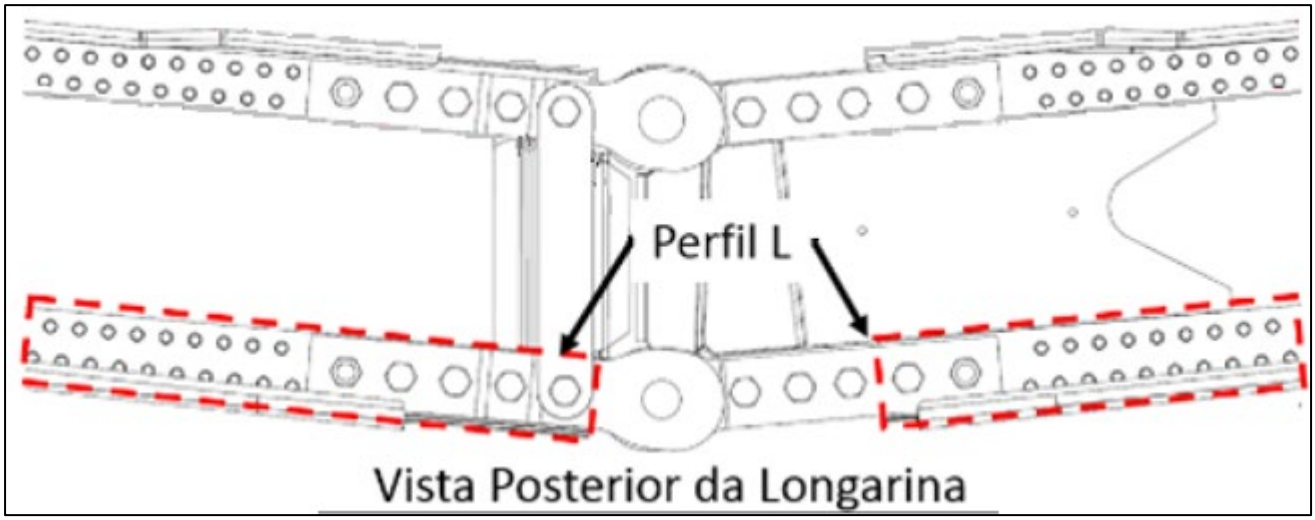

Figura 11 – Inspeção dos perfis L
2.3.2.4. Inspecione as faces dos perfis L, conforme Figura 11.